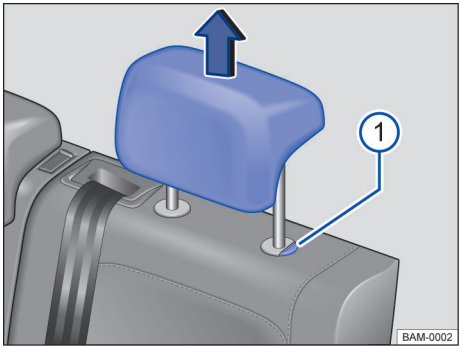

Fig. 68 Apoios para cabeça traseiros: desinstalar.
– Retirar o apoio para cabeça com o botão → Fig. 68 (1) pressionado.
– Empurrar o apoio para cabeça para baixo com o botão → Fig. 68 (1) pressionado.